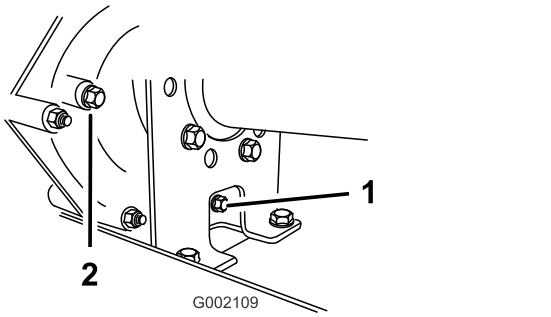

Figur 57
2. Tør området omkring påfyldnings- og aftapningsproppen ren med en klud (Figur 57).
4. Afmonter påfyldningsproppen ved at dreje den mod uret (Figur 57).
5. Afmonter aftapningsproppen ved at dreje den mod uret (Figur 57).
6. Monter og tilspænd aftapningsproppen og pakningen i aftapningsproppens åbning i transmissionen (Figur 57).
væskestanden i transmissionen er på niveau med bunden af gevindene. (Figur 57).
8. Monter og tilspænd påfyldningsproppen og pakningen i påfyldningsproppens åbning på transmissionen (Figur 57).
10. Kontroller væskestanden, og fyld mere væske på, hvis niveauet er under gevindene i påfyldningsproppens åbning (Figur 57).